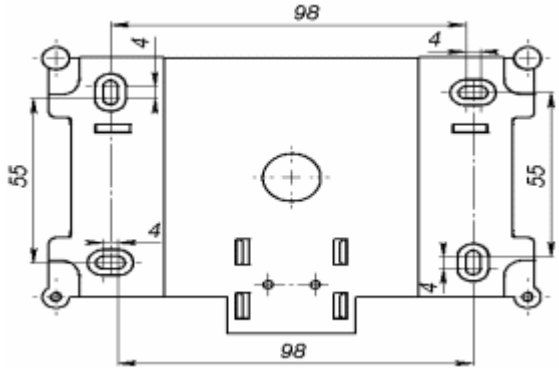

Рисунок 16 – Габаритные размеры переходной планки
- прибор крепится на переходную планку, которая предварительно крепится к стене (рисунок 16);